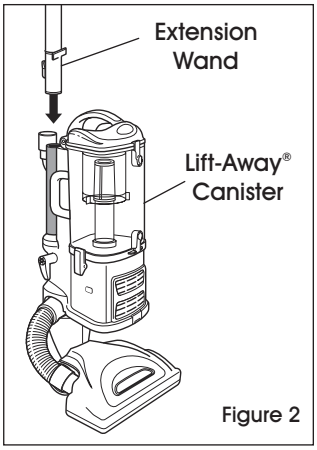

Figure 2
2. Insert wand into canister until it clicks into place. (See Figure 2)